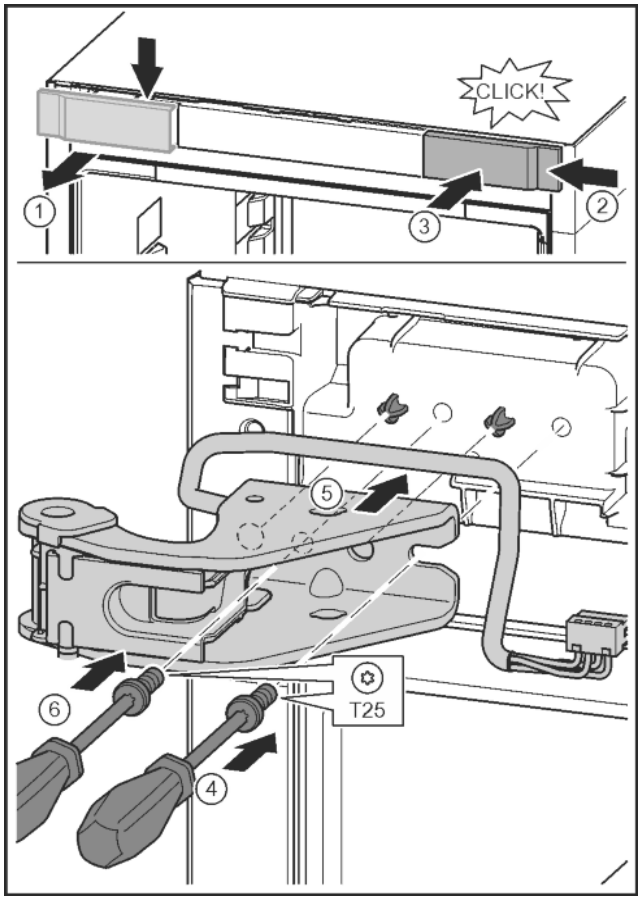

Fig. 28
▶ Release the cover and remove from the side. *Fig. 28 (1)*
▶ Rotate the cover 180° and clip onto the other side from the right. *Fig. 28 (2)*
▶ Click the cover into place. *Fig. 28 (3)*
▶ Position the screw with a T25 screwdriver. *Fig. 28 (4)*
▶ Position the upper bearing bracket. *Fig. 28 (5)*
▶ Tighten the screw. *Fig. 28 (4)*
▶ Insert the screw with a T25 screwdriver and tighten. *Fig. 28 (6)*